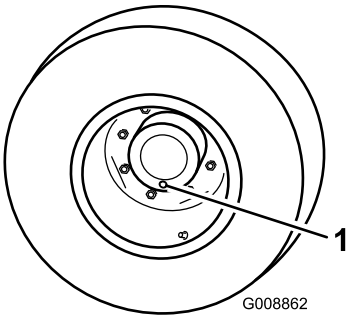

Figur 62
1. Ställ maskinen på ett jämnt underlag och placera hjulen så att en kontrollplugg befinner sig i det lägsta läget (klockan 6) (Figur 62).